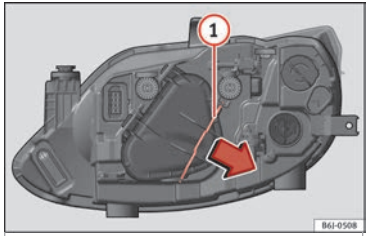

Fig. 91 Single headlight.
– Move the loop ››› Fig. 91 (1) in the direction of the arrow and remove the cover.